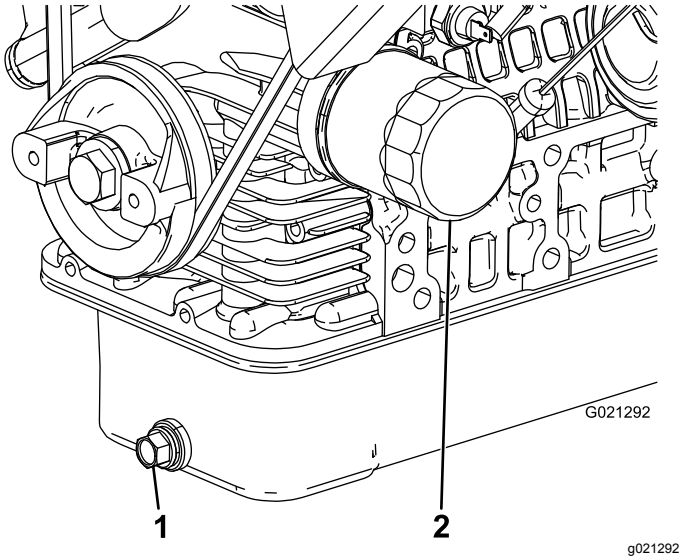

图37
2. 拆下排油塞让油流入放油盘图37。
4. 拆下机油滤清器图37。